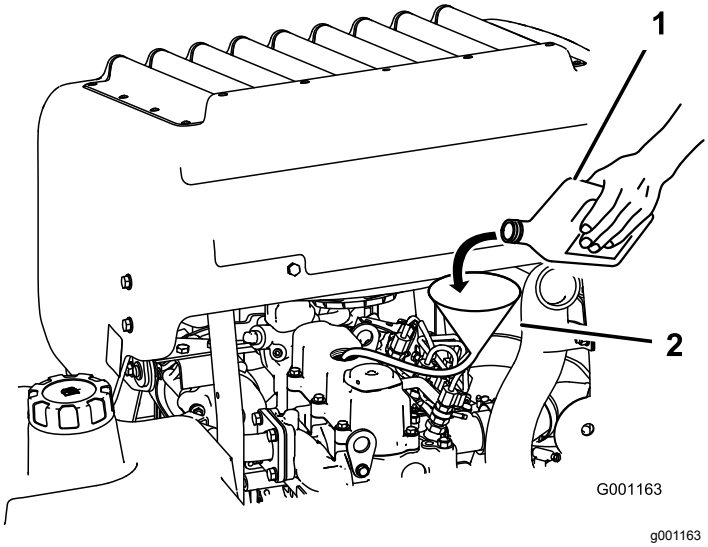

Rysunek 63
3. Za pomocą przewodu i lejka dolej oleju do silnika (Rysunek 63).